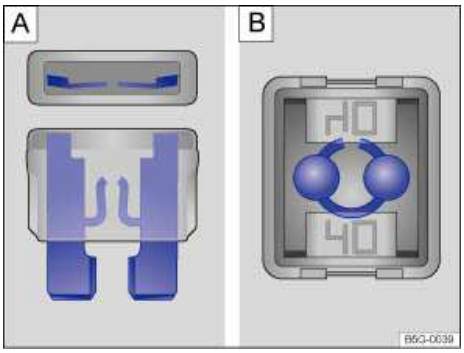

Fig. 171 Blown fuse: A: Blade fuse. B: Cartridge fuse.
- A blown *blade fuse (ATO, MINI)* has metal strips that have burned through, which you can see through the transparent housing from above and from the side ⇒ fig. 171 **A**.
- A blown *cartridge fuse (JCASE)* has metal strips that have burned through, which you can see through the transparent housing from above ⇒ fig. 171 **B**.